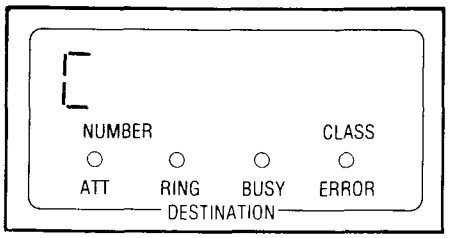

Fig. 358-2
- DESTINATION display shows letter C (Fig. 358-2)